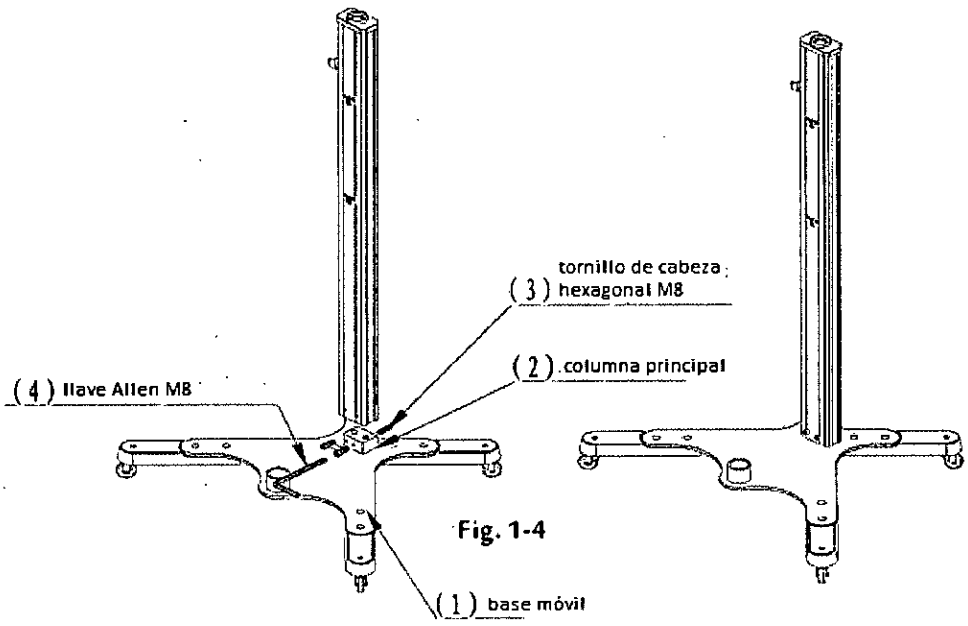

Fig. 1-4
**IV. Instalación de la columna principal (Fig. 1-4)**